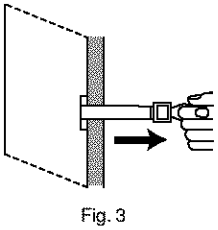

Fig. 3
7. With the plastic pull ring of the toggle bolt, pull the metal end of the toggle bolt firmly against the back of the cavity of the concrete block (refer to Figure 3).